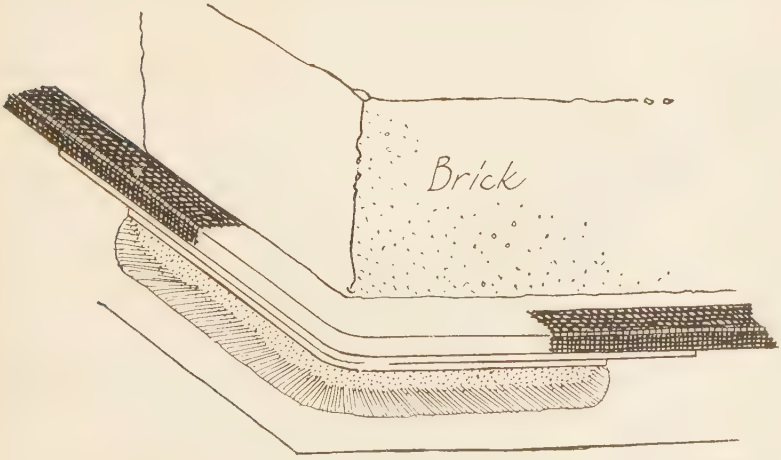

FIG. 127—CORNER IN POSITION, READY TO ATTACH TO BASEBOARD
4. When these are exactly in position, place a brick weight on each corner to hold firmly (Fig. 127). *Paste-off* the turn-ins of each
corner board and carefully bring the leather edges *up, over, onto* the *side* of the large blotter board. (Figs. 127–129.)